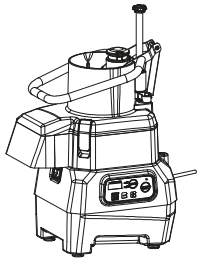

Fig. 8
el lugar como se muestra en la Fig.8, se enciende la luz de función CF del interruptor de membrana.
e) Cuando la máquina esté como se muestra en la Fig. 8, utilice el cilindro prensador pequeño y redondo para introducir tiras de verduras o frutas.
• Modo de función: (1) Estado de corte de vegetales CF; (2) Estado de trituración BB.